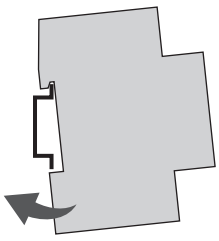

Fig. 4: Montering på DIN-skinne
1. Sæt kontakturet i oppefra på DIN-skinnen (Fig. 4), og tryk det bagud, indtil det klikker på plads.